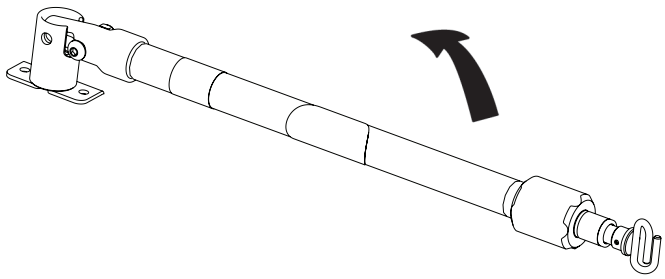

Figura 61
1. Sollevare e ruotare l’asta dalla posizione di riposo e spingerla verso il basso fino a bloccarla nell’attacco (A).
2. Per aumentare l’altezza dell’asta, ruotare la ghiera di bloccaggio (B) in senso antiorario e tirare verso l’alto la parte telescopica (C) dell’asta fino a raggiungere l’altezza desiderata.
3. Ruotare la ghiera di bloccaggio (B) in senso orario per bloccare in posizione la parte telescopica dell’asta.
4. Appendere le sacche per fleboclisi all’apposito gancio (D).
5. Ruotare la ghiera di bloccaggio (B) in senso antiorario e fare rientrare la parte telescopica (C) nella sezione inferiore.
6. Ruotare la ghiera di bloccaggio (B) in senso orario per stringere.
7. Tirare l’asta verso l’alto e ripiegarla nella posizione di riposo (vedere Figura 61).